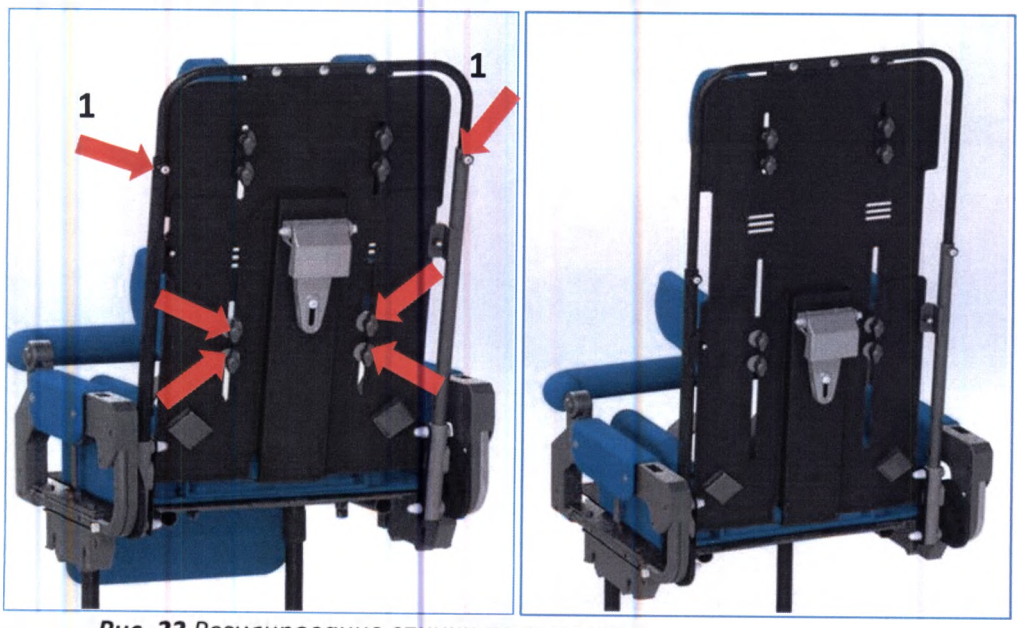

Рис. 22 *Регулирование спинки по высоте*
Ослабьте фиксаторы и выкрутите фиксирующие болты (1) Рис. 22, чтобы установить желаемую высоту спинки. Установите необходимое положение, затем затяните фиксаторы и фиксирующие болты (1).